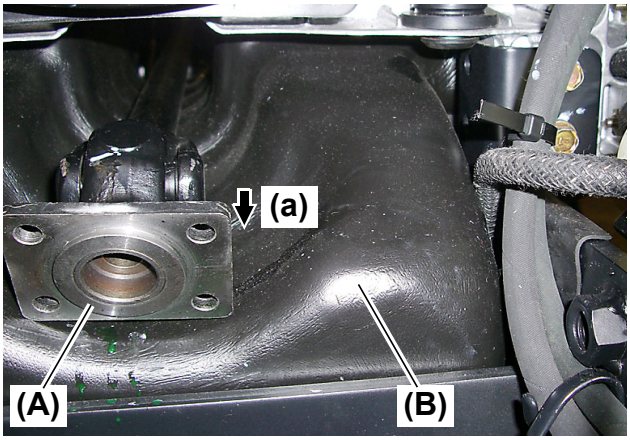

Fig. 4
6. Engine Has to be removed to remove drive shaft **(Fig. 4, 5, (A))**.
7. Slide drive shaft **(Fig. 4, 5, (A))** off of transmission shaft, and pull all the way out between the fuel tank **(Fig. 4, (B))** and column bracket.